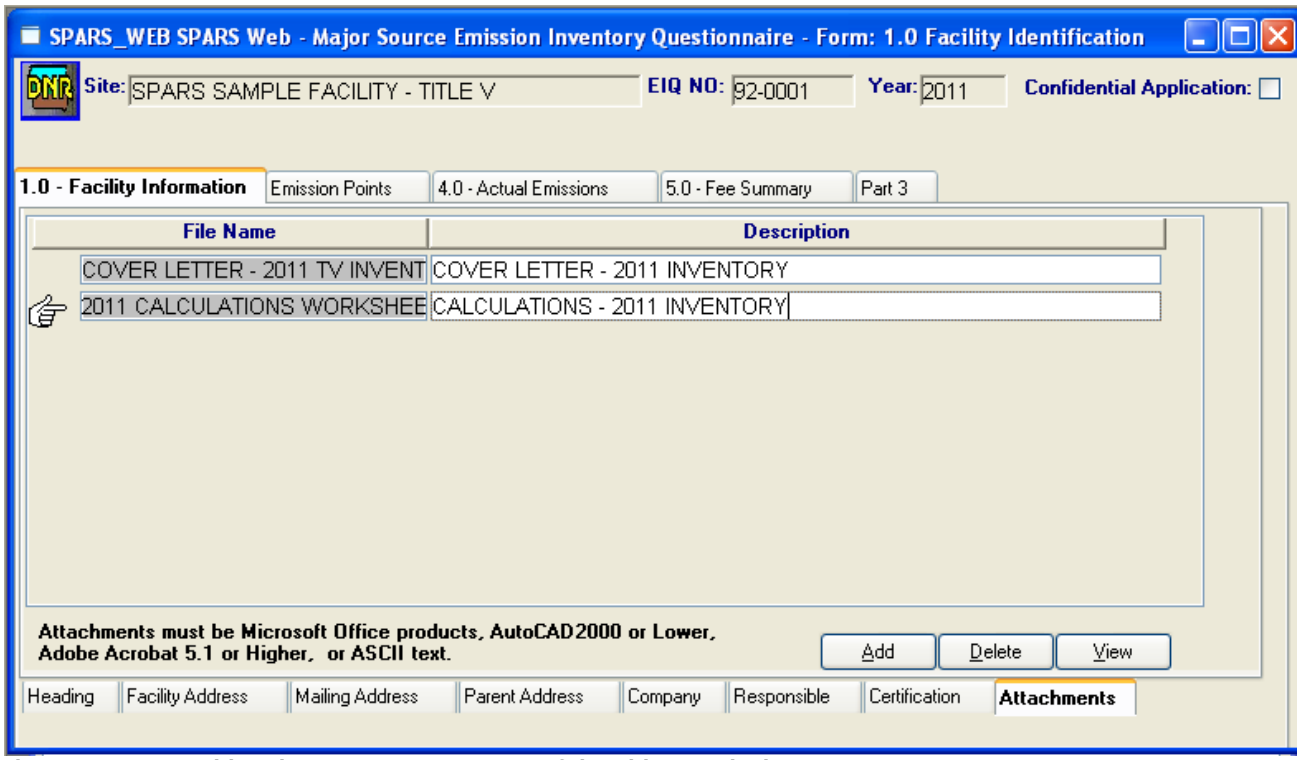

Figure 9.19 – Attaching documents to Form 1.0 of the Title V Emissions Inventory
3. Attach any and all documents to the **Attachments** sub tab of **Form 1.0** by clicking the **Add** button (see Figure 9.19). Enter a description, save, and **view** each document (to ensure it was actually attached to SPARS). To make changes to documents already attached to SPARS, you must: